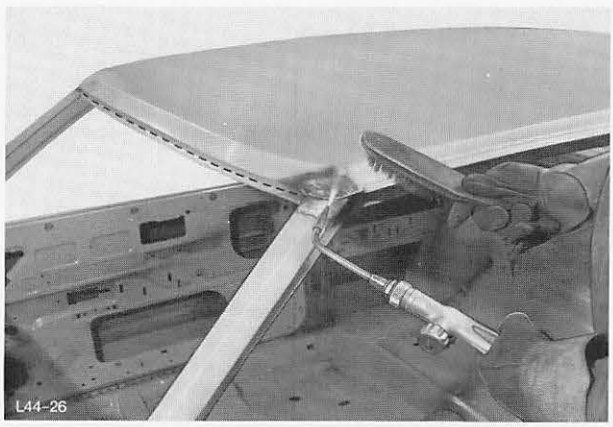

Abb. 22 Lötstellen ablöten
1. Lötstellen an Dachecken A- und C-Säulen ablöten, Abb. 22.